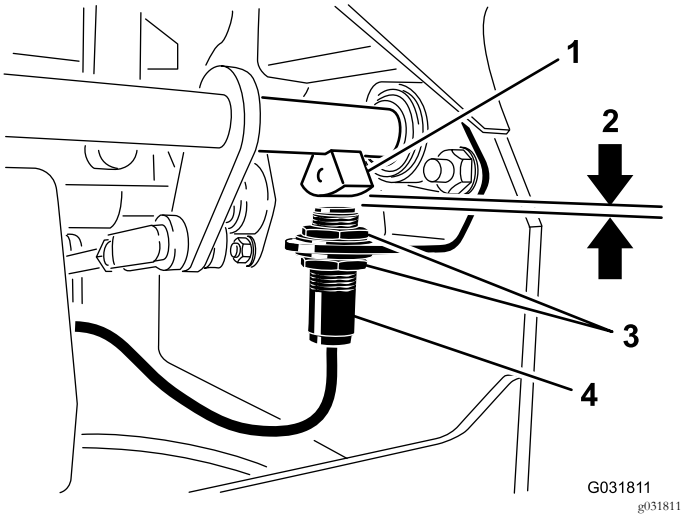

Figur 49
4. Flytt bryteren opp eller ned på braketten til avstanden mellom bremseakselsensoren og brytertappen er 4 mm som vist i Figur 49.